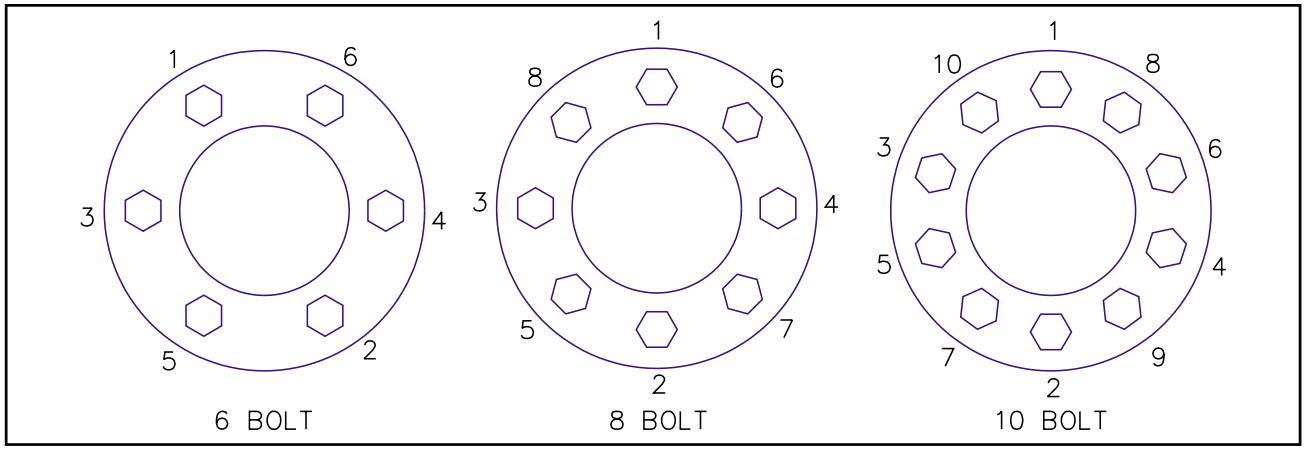

Figure 4-19 Stud Tightening Sequence
c. For ball seat mounted wheels only, install the inner capnuts on the studs and tighten to fifty foot-pounds using the sequence illustrated in **Figure 4-19**. Make certain that the left-handed threads are installed on the driver side of the vehicle and the right-handed threads are installed on the curbside of the vehicle.
d. Tighten the inner capnuts to full torque of 450 to 500 foot-pounds using the sequence shown in **Figure 4-19**.
g. Install the outer capnuts (ball seat) or flange nut (pilot mount) and tighten to 50 foot-pounds using the sequence in **Figure 4-19.** Then tighten to full torque of 450 to 500 foot-pounds for ball seat and 500 to 550 foot-pounds for pilot mount, using the same sequence**.**
e. After they are properly seated, tighten the rim nuts one-quarter turn at a time, in the order illustrated in **Figure 4-19** to a torque of 200 to 250 foot-pounds.
BENDING OR WARPING	**Curb-hopping or potholes:** adjust turning practices and adjust speed accordingly with road conditions. **Improper tightening sequence:** follow proper tightening sequence. (**See Figure 4-19.)**